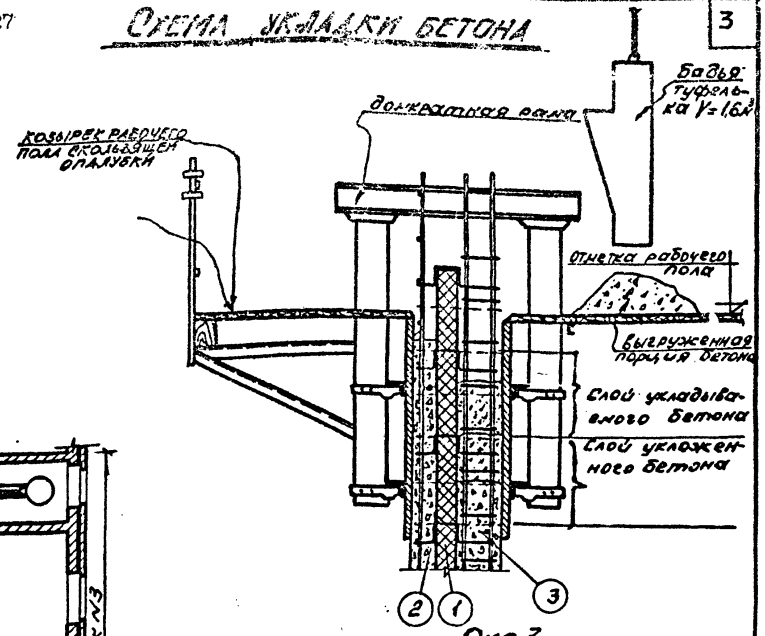

Рис.3
2. Бетонировзние стен здания осуществляется последовательно по захваткам (см. рис. I). Бетонирование начинается после установки арматуры стен I-го пояса и затем ведется непрерывно в пределах этажа по мере установки арматуры, закладных деталей, оконных и дверных коробок, наращивания домкратных стержней и подъема скользящей опалубки. Бетонирование наружных стен производится в II этапа (см. рис. 3, 4)